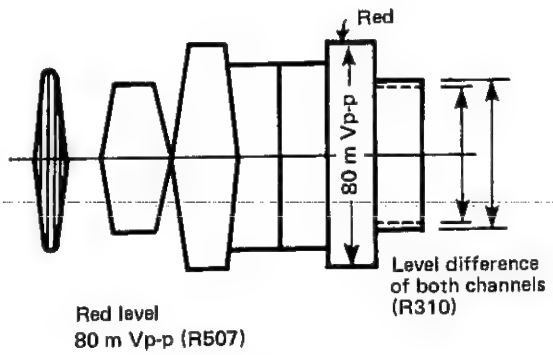

Figure 60.
c) Balance the two channels as shown in Figure 60 with R310 (REC BALANCE).